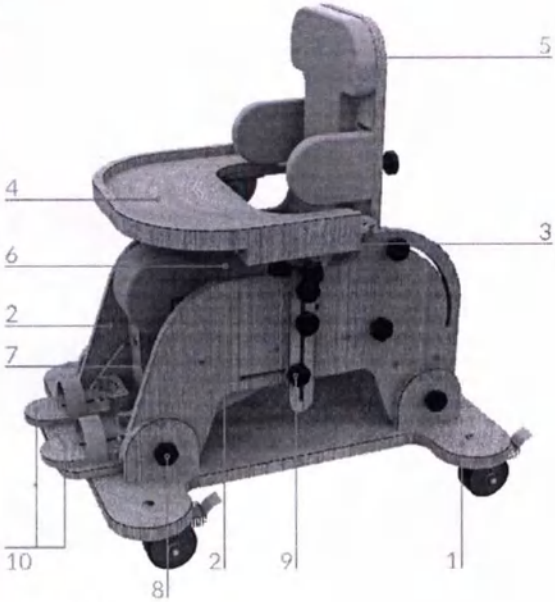

Рис. 2 – Общий вид опоры
Опора (рис. 2) состоит из основания (1) на колёсах и двух боковин (2), к которым крепятся подлокотники (3) со столиком (4) и ложе. Ложе состоит из нескольких основных элементов: спинки (5), сиденья (6) и подножки (7). Каждое колесо снабжено тормозом для фиксации опоры на одном месте. Для снятия опоры с основания (1) необходимо выкрутить барашки (8) на боковинах (2).
Подножка (рис. 2 и 3)
Для перевода опоры в положение лёжа (см. рис. 2 и 6) необходимо настроить подножку (7) и спинку (5) в положение параллельное сиденью с помощью барашков, указанных выше.